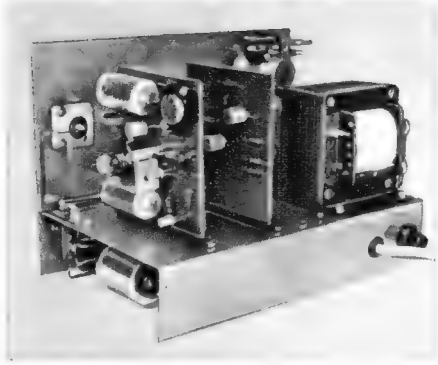
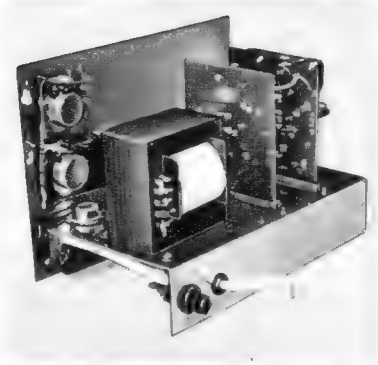

*Bild 5. Rückansicht des Gerätes mit eingesteckten Platinen und Netztransformator im Hintergrund*
*Bild 6. Rückansicht der Platinen. Vorn links der Leistungstransistor TF 78/30 des Netzteils*
Wenn dieser Stand der Flugsicherungstechnik erreicht ist, müssen Kontrollstreifentisch und Radar-Sichtgerät durch ein einheitliches Darstellungsgerät ersetzt werden. Dafür eignen sich Schirmbildsichtgeräte, die sowohl Radar-Bilder – wegen der Helligkeit in Fernsehtechnik, d. h. zeilenförmig – und vom Rechner gelieferte Informationen in beliebiger Form und Anordnung darstellen können. Um die Arbeit der Gesamtanlage einfach zu überwachen, ist es zweckmäßig, das eigentliche, noch nicht verarbeitete Radarbild zusätzlich wiederzugeben. Das entstehende synthetische „Luftlagebild" ist ungemein übersichtlich und zeigt die Luftziele (Flugzeuge) in neuartiger Form mit Flugrichtung, Kennung usw. und völlig frei von störenden Festzielen (*Bild 5*).
*Bild 5. Synthetisches Luftlagebild (Horizontalübersicht) mit Radar- und Rechnerinformationen. A = Zusatzinformationen, B = Funkfeuer mit Anzahl der zu erwartenden Einflüge, C = Grenze des Kontrollbezirks, D = Meldepunkte, E = Rollkugelmarke, F = Flughafen Rhein/Main, G = Warteraum, H = Standort der Radaranlage, I = Luftstraßenbegrenzung, K = Landesgrenze, L = Gefahrengebiet. Die hier nicht erkennbaren Buchstaben und Zahlen sind Zusatzinformationen*
Das Chassis des Gerätes wurde aus 1-mm-Weißblech angefertigt. Links auf der Frontplatte befinden sich die Ausgangsteiler für Sinus- bzw. Rechteckspannung. Die übrige Anordnung der Bedienungselemente ist aus Bild 1 zu ersehen. Durch die Verwendung von gedruckten Schaltungsplatinen, wie sie auf *Bild 4* zu sehen sind, ist das Gerät trotz der umfangreichen Schaltung recht klein und handlich geblieben. Beide Platinen sind auswechselbar. Ersetzt man die Platine des Schmitt-Triggers durch einen anderen Einsatz, so kann das Gerät z. B. Sinus- und Sägezahnspannungen abgeben. Es ist dann also universell verwendbar. Ein Teil des Gerätes wurde konventionell verdrahtet, da eine Platine nicht zweckmäßig erschien. Diese Verdrahtung ist in der Mitte von Bild 4 zu sehen. *Bild 5* läßt den Zusammenbau der Druckplatten mit dem Chassis erkennen. Weitere Einzelheiten zeigt *Bild 6*.